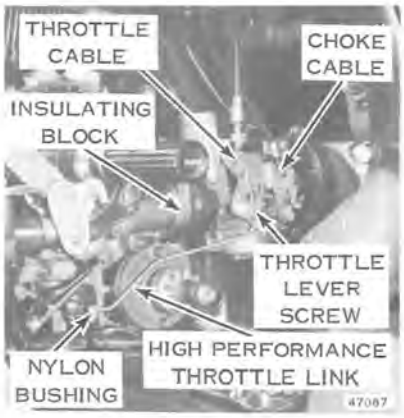

Figure 6-3
d. Cut tie strap and remove primer line. Remove throttle lever screw and throttle lever from carburetor to simplify removal of left flange nut. See Figure 6-3.
f. Shift carburetor a little and disconnect the lower end of the high performance throttle link from the nylon bushing. See Figure 6-3.